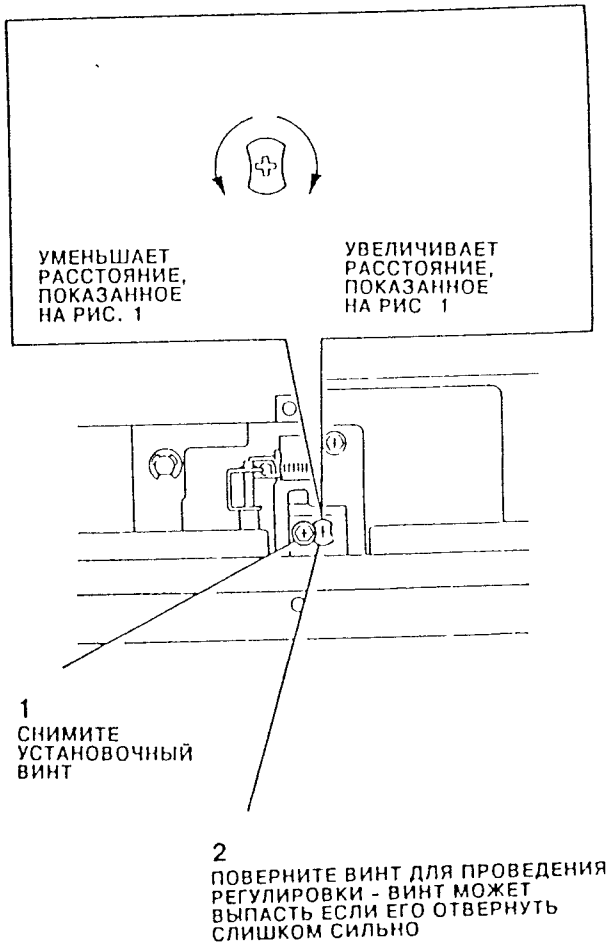

Рис. 1 Регулировка регистрации верхней кромки дуплексного лотка
4. Аккуратно установите контрольный лист 82E2010 (формат A4, или 82E2020 (формат 8,5×11 дюймов, то есть 216×279 мм) на стекло оригинала и выполните восемь дуплексных копий. Отбросьте первые две копии и сравните усредненное значение по оставшимся шести копиям с техническими условиями, показанными на Рис. 1. Если копии соответствуют требованиям технических условий, то опять вернитесь в диагностический режим и установите значение режима бокового сдвига в 0 (включен) перед завершением работ по этой регулировке. Если же копии не удовлетворяют требованиям технических условий, то повторите выполнение процедуры этой регулировки.